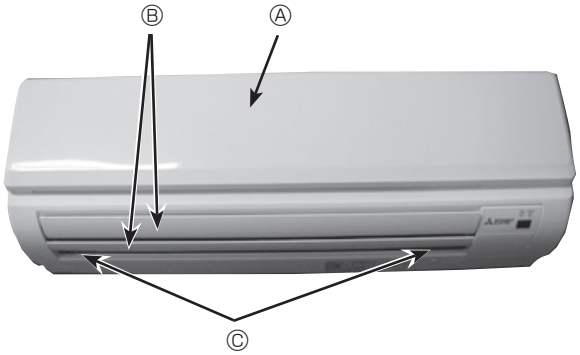

Fig. 6-2
3. Retire los cubretornillos del panel. Retire los tornillos. (Fig. 6-2)